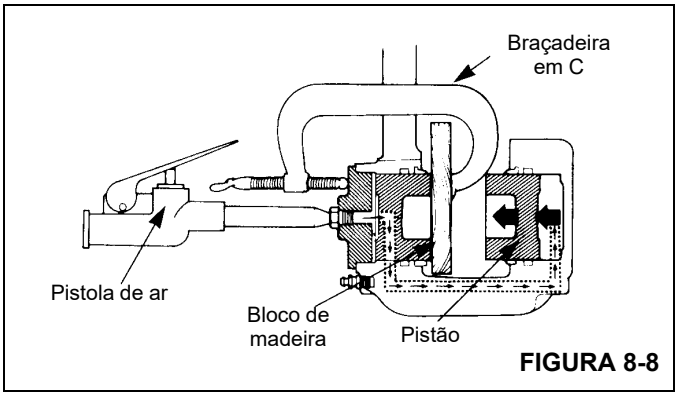

FIGURA 8-8
**b.** Aplique ar comprimido à conexão de entrada para forçar os pistões para fora da outra carcaça. Se um pistão sair antes do outro, coloque um pedaço de madeira na frente do pistão que saiu primeiro. Aplique ar comprimido para forçar o outro pistão para fora da carcaça (Figura 8-8).